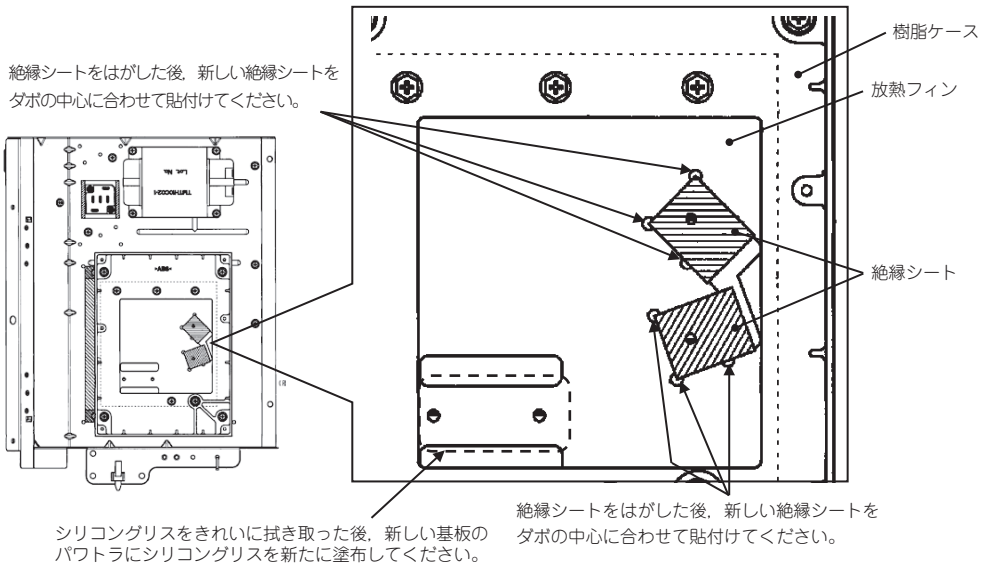

図4．インバータ基板を取外した状態
4) 図4のように制御面を開き，対象基板（インバータ基板）に接続されたコネクタ（図１参照），スナバコンデンサ（図4参照），ハーネス（P，N，U，V，W線）を外し，対象基板（インバータ基板）を交換してください。